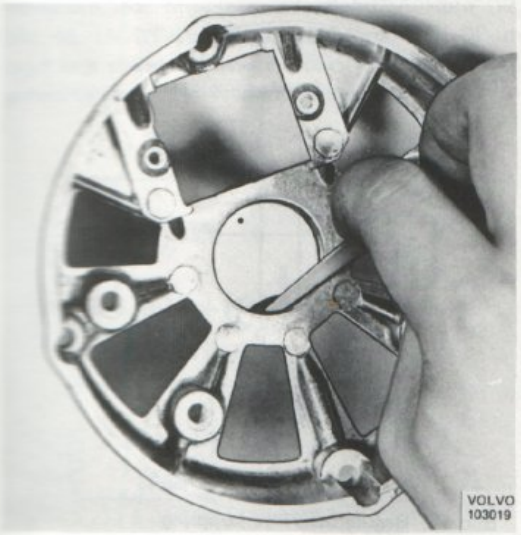

Bild 41. Borttagning av O-ring
1. Ta bort O-ringen med ett stålband med avrundade kanter (t.ex. bladmått), bild 41.